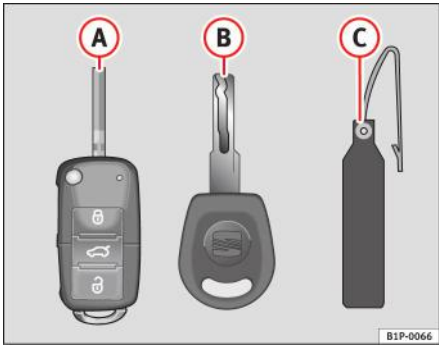

Fig. 41 Setul de chei
- o cheie cu telecomandă ⇒ fig. 41 (A),
- o cheie fără telecomandă (B),
- un breloc din plastic cu numărul de cod al cheii* (C).